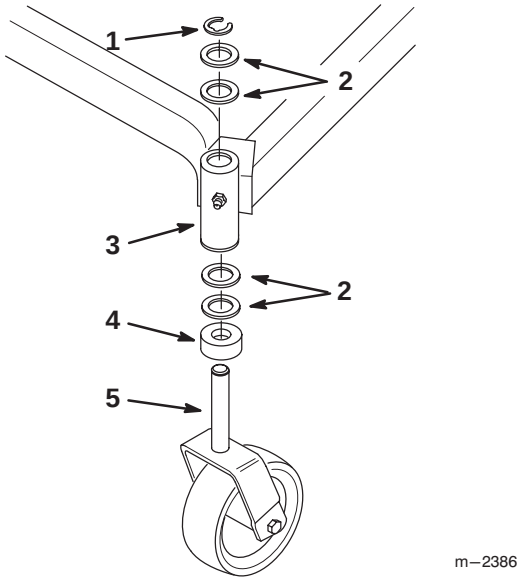

Figure 27
2. Remove the retaining ring and thrust washer(s) from the top of the castor wheel fork (Fig. 27).
6. Inspect the castor wheel fork for wear and replace if necessary (Fig. 27).
7. Slide the castor wheel fork through the bushings in the mounting tube. Replace the thrust washer(s) onto the fork and secure with the retaining ring (Fig 27).